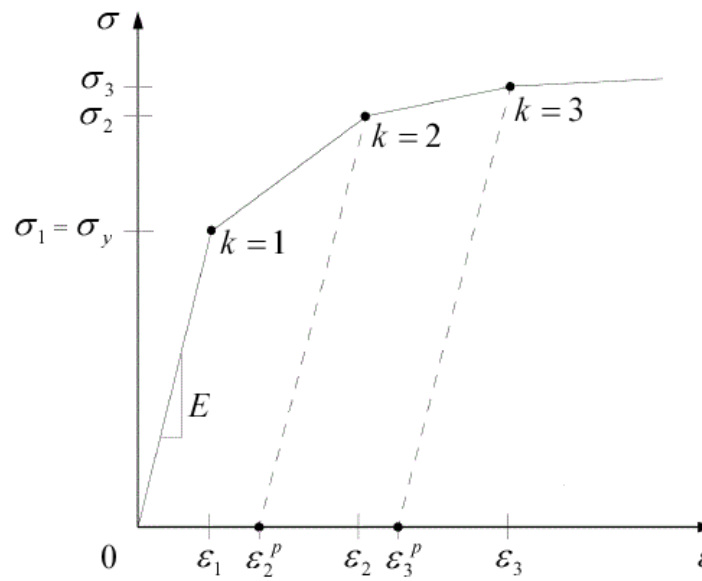

Figure 15-4. Stress vs. total strain curve when TID is specified and TYPE = "PLASTIC"
- If TYPE = “PLASTIC”, the TID cannot reference a TABLEST entry for SOL 106 or 129. The stress-strain curve must be defined in the first quadrant as indicated in Figure 15-4. The first data point must be the origin, (X1, Y1) = (0.0, 0.0). The second data point depends on the yield function as indicated in Table 15-4.